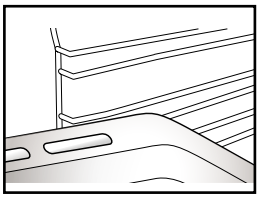

Fig. 2
2. Andra tillbehör, så som långpannan och bakplåtarna sätts in på samma sätt som gallret *(fig. 2)*.